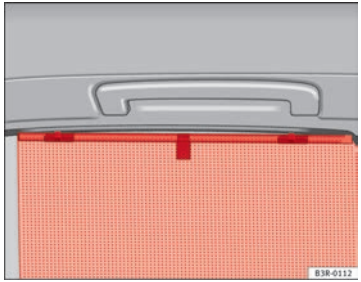

Fig. 98 Sun blind extended to cover rear side window
– Pull out the blind and hook it into the hooks at the top of the door frame ⇒ Fig. 98.